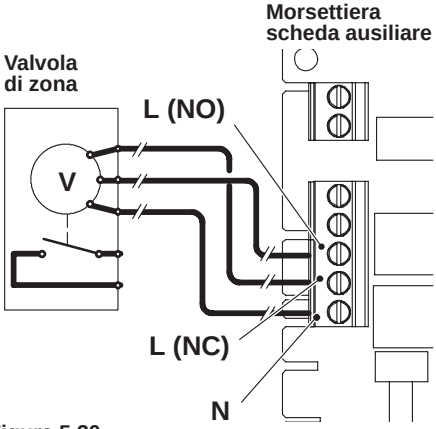

Figura 5.30
Per il collegamento della valvola di zona servirsi dei morsetti della scheda ausiliare **N** (neutro comune), **L (NO)** linea 230V ~ (valvola apre impianto riscaldamento), **L (NC)** linea 230V ~ (valvola chiude impianto riscaldamento) Figura 5.30.